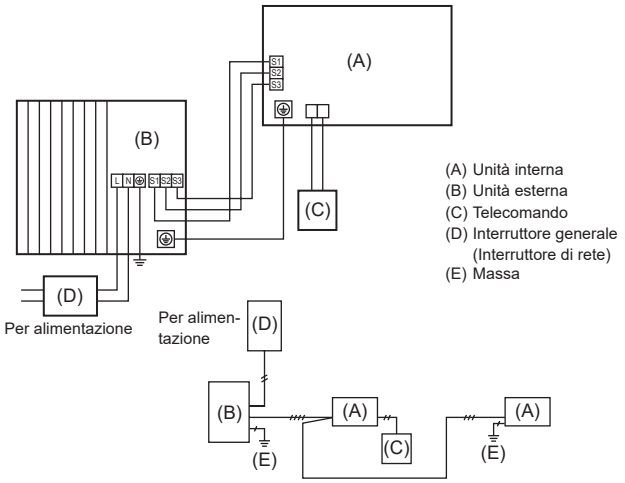
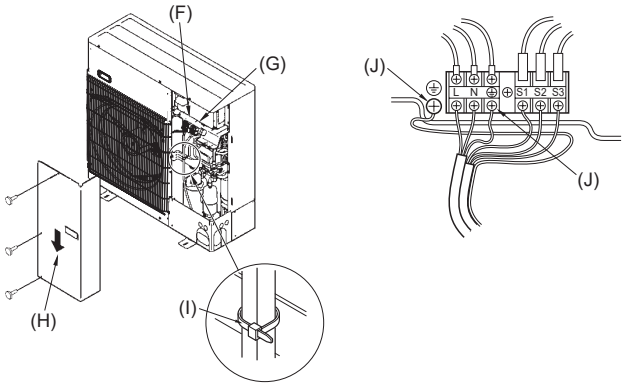

Fig. 6-1
Fig. 6-2
6.1. Unità esterna (Fig. 6-1, Fig. 6-2)
(1) Rimuovere il pannello di servizio.
(2) Posizionare i cavi secondo la Fig. 6-1 e la Fig. 6-2.